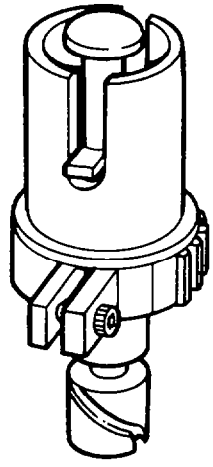

Fig. 103 — Assembling Segments
t. Insert the delivery valve (part of item 63) to its respective valve body.
u. Assemble the greased sealing gaskets (item 66) with the bevelled side down, to the delivery valve retaining nuts (item 67).
v. Install the springs (item 64), holders (item 65) and nuts (item 67). Torque the nuts (item 67) to 80 – 90 Nm (60 – 65 lb.ft) for cadmium plated original finish or 115 – 120 Nm (85 – 90 lb.ft) for black oxide original finish.
x. Position the control rack (item 73) at the mid travel point and assemble the segment gears (item 29) and screws (item 28) to the control sleeves (item 27) as follows:
1. Hold the control sleeve (item 27) upright and face the positioning holes.
2. Assemble the segment gear (item 29) to the control sleeve (item 27), aligning the gap in the segment gear with the hole of the control sleeve flange which is closest to the cut-out in the sleeve as shown in fig. 103 and with the segment screw (item 28) positioned so as to have the head of the screw (item 28) towards the governor end of the pump.